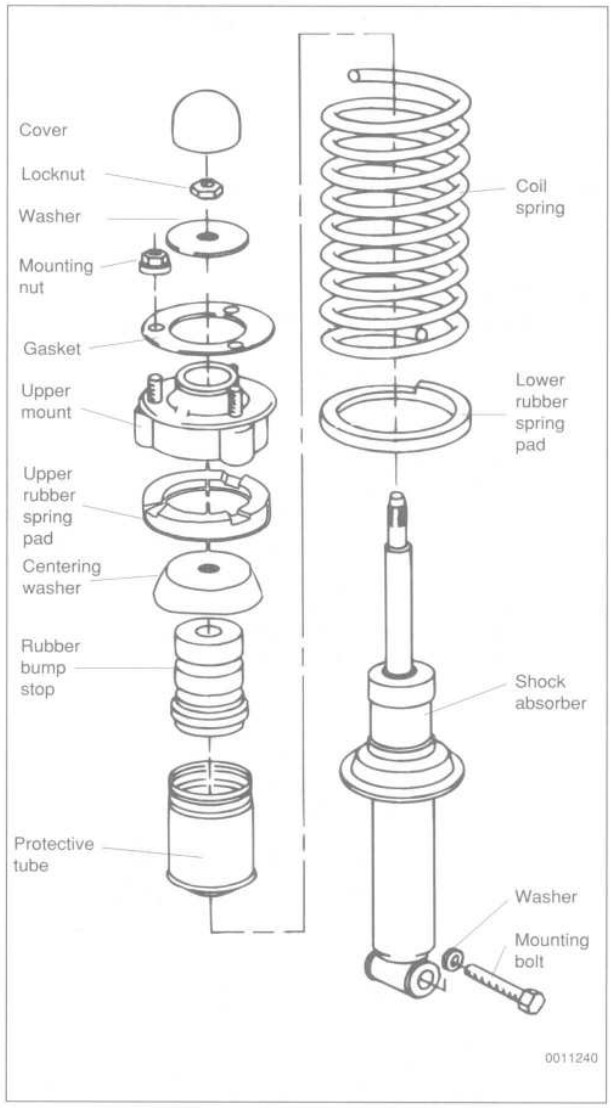

Fig. 5. Exploded view of rear strut assembly.
Replacing the upper strut mount, spring, and strut cartridge requires that the strut first be disassembled. This procedure requires a spring compressor specifically designed for the purpose. Fig. 5 shows the rear strut assembly.
6. Compress the spring and install it and related components to the shock absorber, using Fig. 5 as a guide. Use a new self-locking top (center) nut.